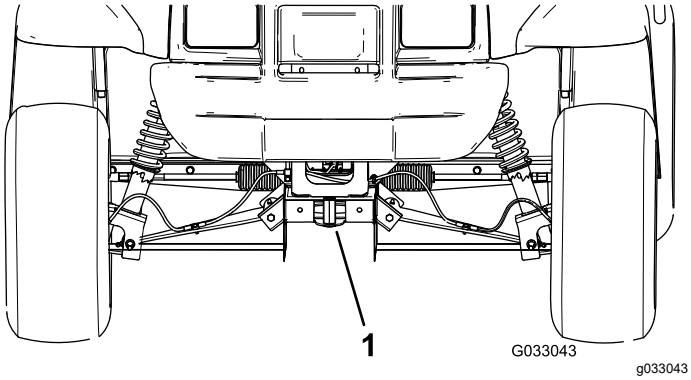

**Figur 20**
- Løftepunktet foran på maskinen er foran på rammen bak tauetungen (Figur 20).